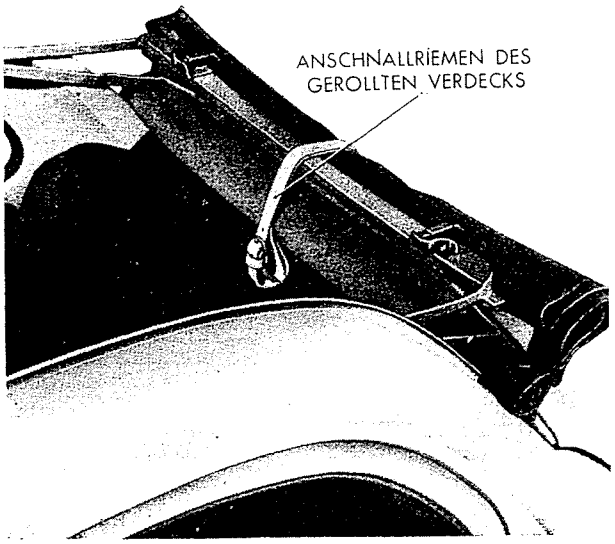

Abb. 418 - Zusammengefaltetes Verdeck (Detail).
f) Anschnallriemen für das gerollte Verdeck (Abb. 418 u. 419).